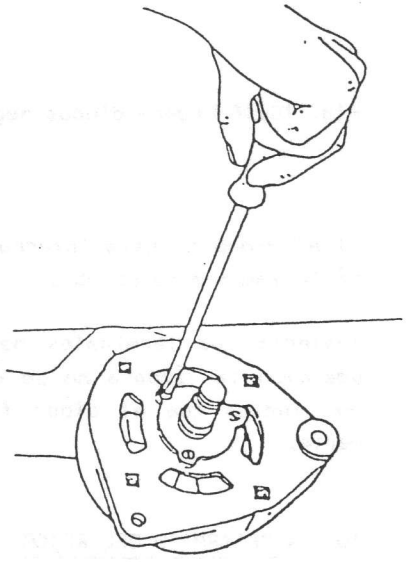

Fig. 10.20
3.- Desmonte los tornillos y la placa de sujeción del rodamiento del soporte delantero (Fig. 10-20)